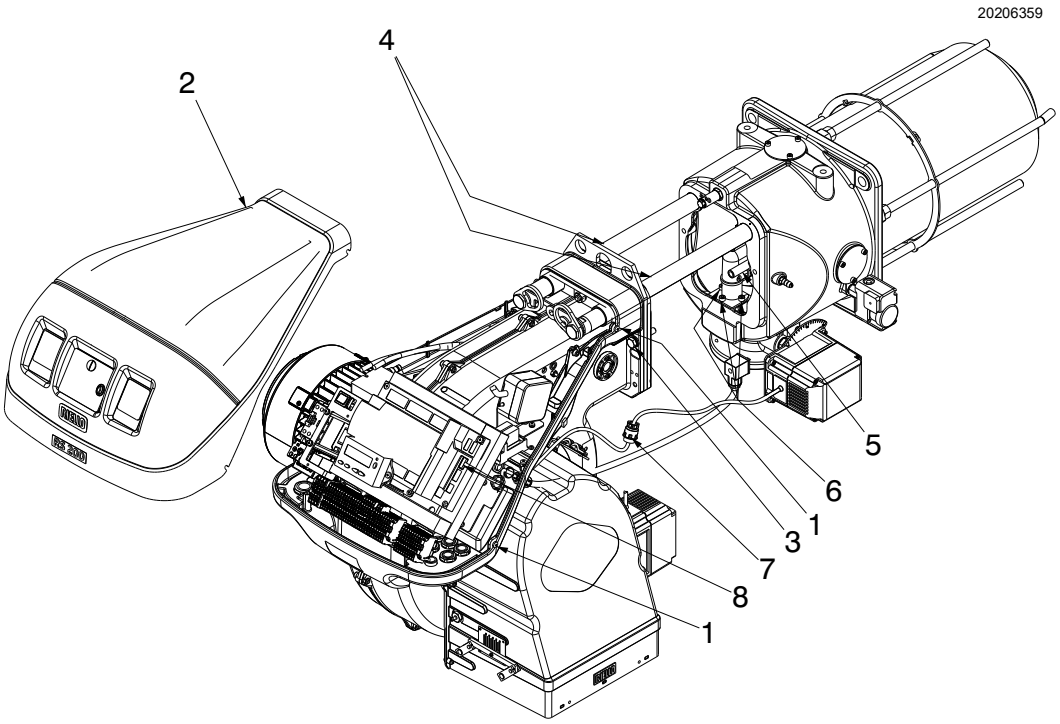

Fig. 41
- ➤ Allentare le 4 viti 1)(Fig. 41) e togliere il cofano 2);
- ➤ rimettere le viti 3)(Fig. 41) e tirare delicatamente verso l'esterno i cavi di sonda ed elettrodo, fino a metterli in leggera tensione;